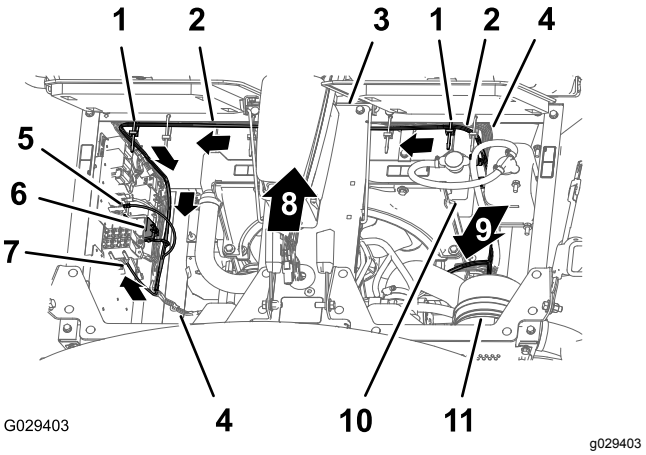

Figur 194
3. Før 197 cm afgreningen af ledningsnettet til motorrummet ned langs venstre side af køleren og over bunden af det elektriske panel (Figur 194).
4. Fastgør finishingsættets ledningsnet til maskinens ledningsnet med to kabelbånd som vist i Figur 194.